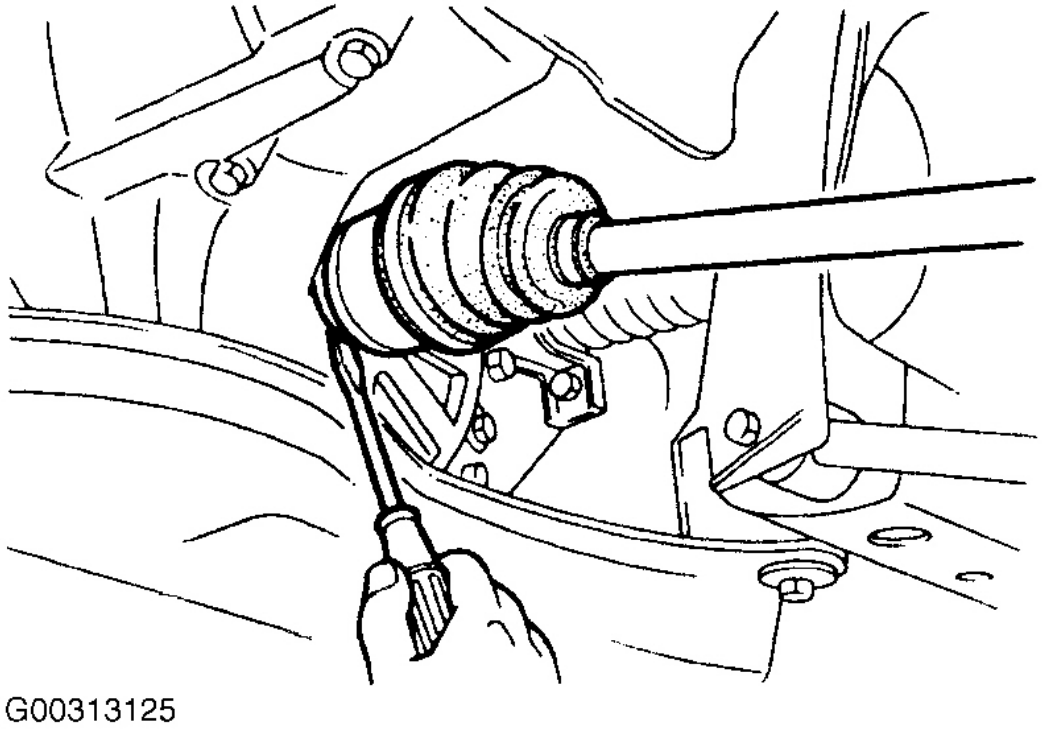

Fig. 9: Separación Semieje De Transaxle
9. Haga palanca en el eje del eje de la transmisión. Ver **Fig. 9** _____